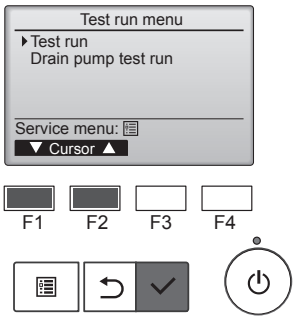

Fig. 7-2
(2) Selezionare l'opzione "Test run" (Prova di funzionamento) dal relativo menu, quindi premere il pulsante [SCEGLI]. (Fig. 7-2)
(3) Viene avviata la prova di funzionamento e viene visualizzato il relativo schermo.